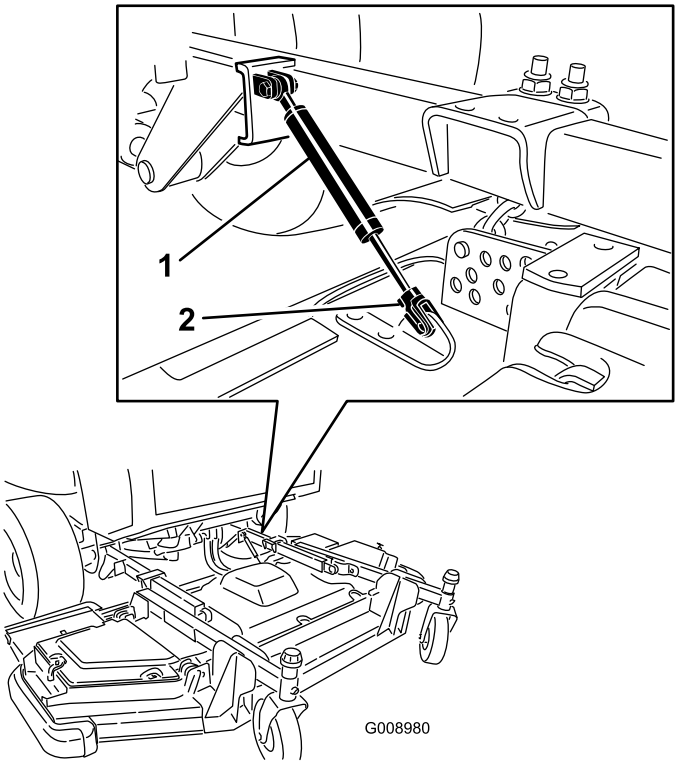

Figuur 135
3. Verwijder de bevestigingsclip en ontkoppel de demper van het maaidek (Figuur 135).